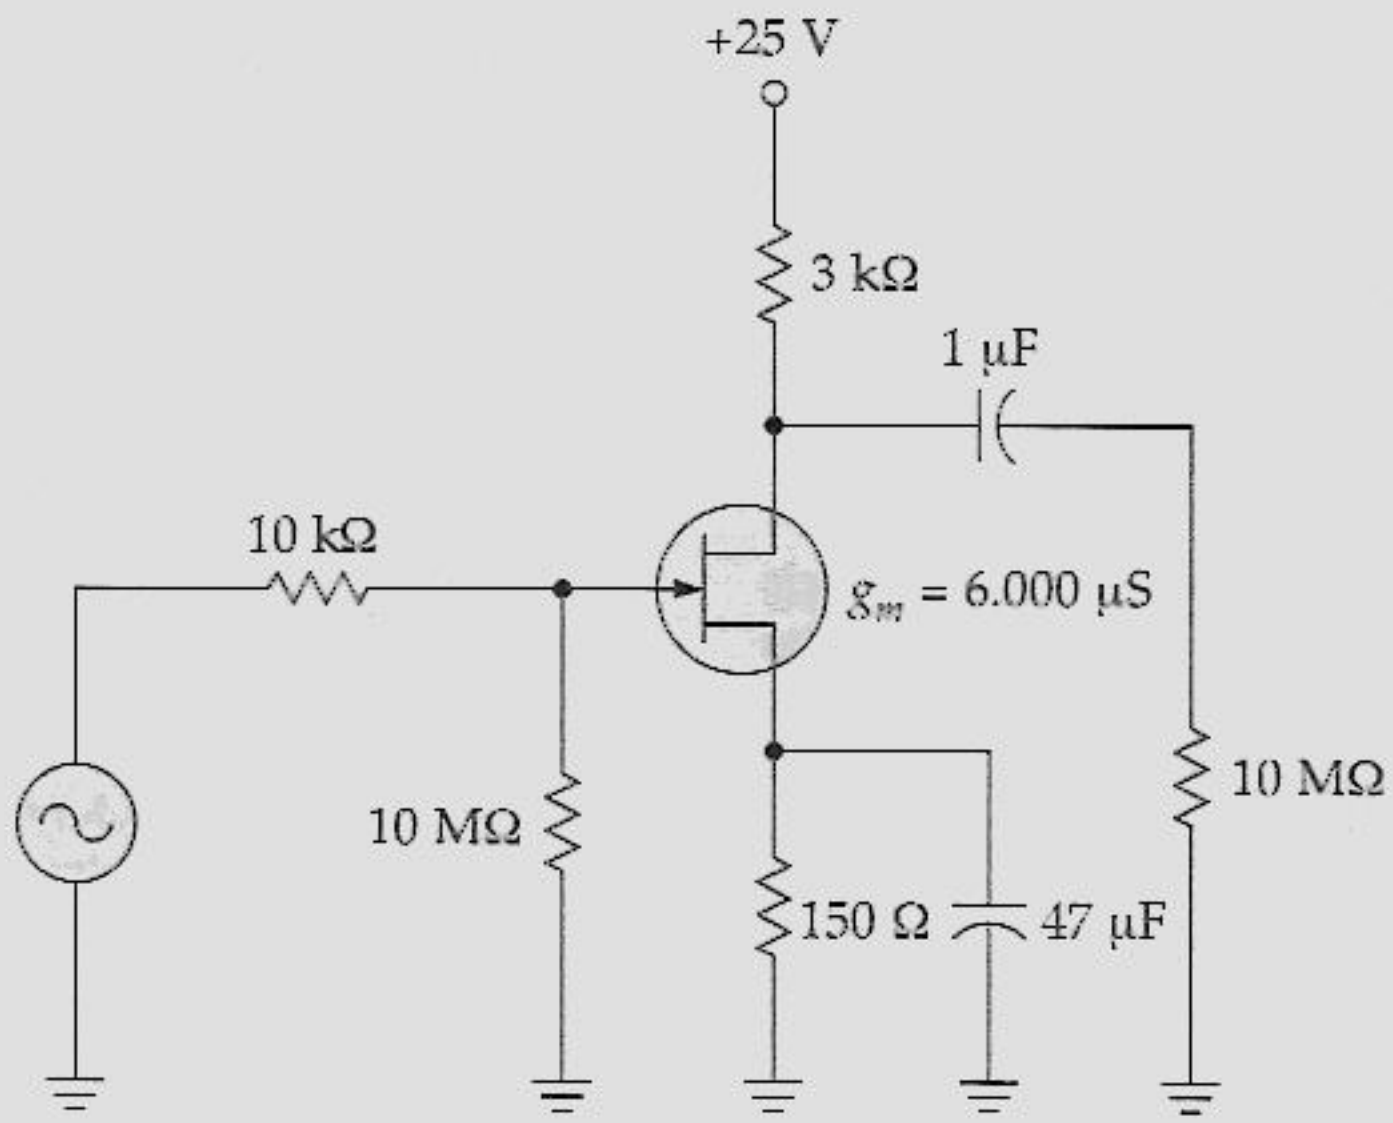

Figura 16.39
16.38 Qual a freqüência crítica do circuito de acoplamento de saída na Figura 16.39?
16.39 O FET da Figura 16.39 tem essas capacitâncias: C_{gs} = 6 pF, C_{gd} = 4 pF e C_{ds} = 1 pF. Calcule as freqüências críticas dos circuitos da porta e do dreno.